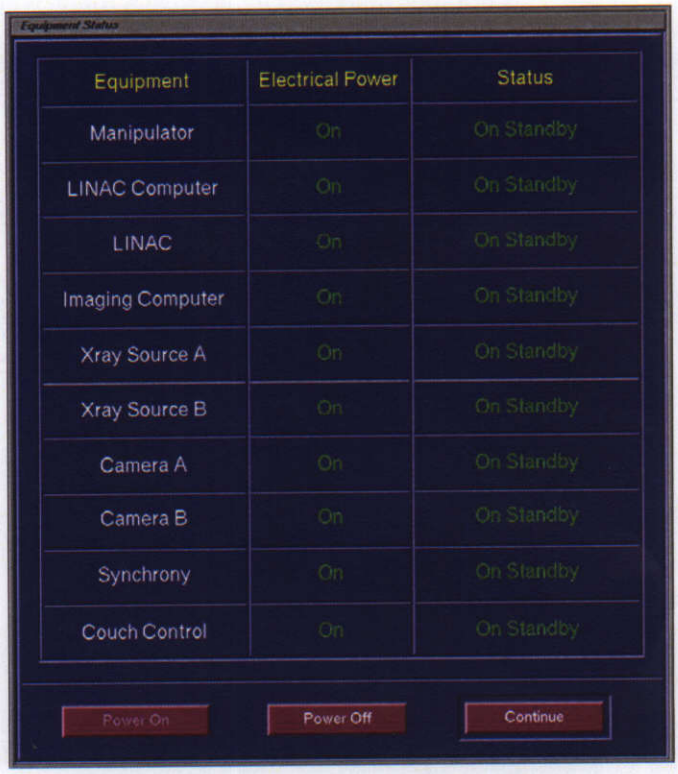

**Figure 1 Equipment Power Status On**
**Step 1.** Click the **EQUIP POWER** button on the CyberKnife® System menu. The CyberKnife System menu disappears and the Equipment Status window (*Figure 1 Equipment Power Status On, page 1*) appears.